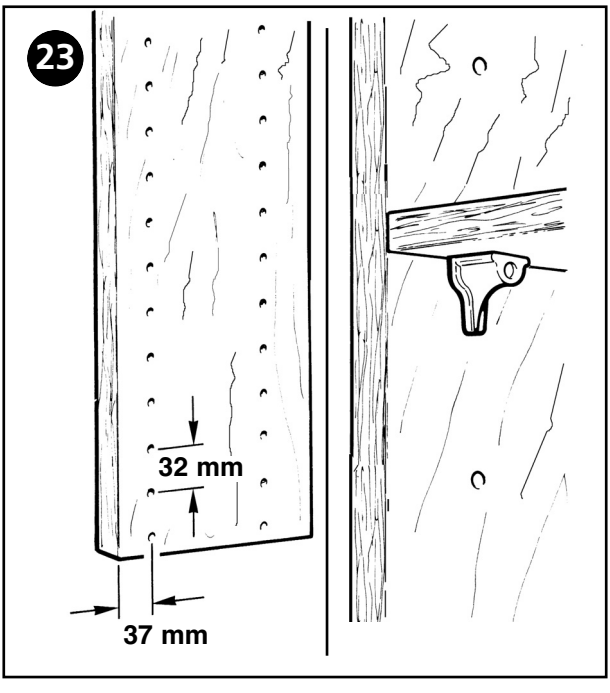

Fig. 23
(D) Brett auf dem Arbeitstisch befestigen. Bohrbuchse 5 oder 6 mm einsetzen. 1 Seitenanschlag und 2 Winkelanschläge demontieren. Dübelleiste mit Seitenanschlag bündig an vorderer Brettkante anlegen und festspannen. Bodenträgerlöcher bohren (Maße siehe Fig. 23/28). Bei langen Brettern (> 670 mm): Hilfsbrett benutzen, Bohrbuchse auf Pos. 1 setzen und Dübelleiste mit Bohrer über letztem Loch ausrichten und neu festspannen.
(GB) Secure the board on the work bench. Adjust the drill socket to 5 or 6 mm. Disengage 1 side stop and 2 corner stops. Fix the dowelling strip with the side stop evenly to the front board edge and clamp tight. Drill board carrier holes: dimensions see fig. 23/28. In the case of long boards (> 67 cm) use an auxiliary board. Adjust the drill socket to 1 and align the dowelling strip with the drill over the last hole and clamp tight again.
(F) Fixer la planche sur la table de travail. Placer la douille guide-foret à 5 ou 6 mm. Démonter 1 arrêt pour les déplacements latéraux et 2 équerres. Appliquer fortement le listel avec arrêt pour les déplacements latéraux contre la face avant de la planche, et le bloquer. Forer les trous du support: pour les dimensions voir fig. 23/28. Avec de longues planches (> 67 cm) utiliser une planche additionnelle. Amener la douille guide-foret sur la pos. 1, et aligner le listel avec la foreuse au-dessus du dernier trou, et le bloquer de nouveau.
(NL) De plank bevestigen op de werkbank. Eén boormof van 5 of 6 mm inzetten. Eén zijdelingse aanslag en 2 hoekaanslagen demonteren. De deuvellijst met de zijdelingse aanslag in één lijn tegen de voorste rand van de plank aan leggen en vastzetten. Gaten boren voor de steunpennen van de schappen: voor de maten zie fig. 23 en 28. Bij lange planken (> 67 cm) moet er een hulpplank worden gebruikt. De boormof in pos. 1 brengen en de deuvellijst met de boor boven het laatste gat uitrichten en vastzetten.
(I) Fissare l'asse sul banco di lavoro. Collocare la boccola di foratura a 5 o 6 mm. Smontare 1 arresto per gli spostamenti laterali e 2 squadre. Applicare il listello con arresto per gli spostamenti laterali sull'angolo anteriore dell'asse, e bloccarlo. Forare i fori del supporto: per le misure vedi fig. 23/28. In caso di lunghe assi (> 67 cm) servirsi di un' asse supplementare. Portare la boccola di foratura sulla pos. 1, ed allineare il listello con il foratore sopra l'ultimo foro, e bloccarlo di nuovo.
(P) Fixar a prancha na bancada. Colocar a bucha de perfuração de 5 ou 6 mm. Desmontar um encosto lateral e 2 encostos angulares. Colocar a barra de buchas com o encosto lateral coincidente com o rebordo dianteiro da prancha e fixá-la. Fazer os furos na base (Medidas, vide Fig. 23/28). Quando as pranchas são grandes (> 670 mm): Usar prancha auxiliar, colocar a bucha de perfuração na Pos. 1 e alinhar a barra de buchas com a broca sobre o último furo e apertar novamente.
(DK) Fastgør brættet på bordpladen. Isæt borindsats 5 eller 6 mm. Afmonter 1 sideanslag og 2 vinkelanslag. Anbring dyvellisten med sideanslaget i niveau med forreste bræddekant og spænd den fast. Bor udstansninger til understøtning af hylder: Mål, se fig. 23/28. Benyt et hjælpebræt ved lange brædder (> 67 cm). Sæt borindsatsen på pos. 1 og juster dyvellisten med boret over sidste hul og spænd den fast igen.
(S) Spänn fast brädan på arbetsbordet. Använd borrurtag 5 eller 6 mm. Ta av ett sidoanslag och två vinkelanslag. Spänn fast pluggmallen med sidoanslag kant i kant på den främre brädkanten. Borra hyllhållarhål (se mått i fig 23/28). Använd hjälpbräda vid lång brädor (> 67 cm). Sätt borrurtaget i pos 1 och rikta in pluggmallen med hjälp av en borr i sista hålet och spänn därefter fast den igen.
(N) Feast bordet på arbeidsbordet. Sett inn borehylse 5 eller 6 mm. Demonter 1 sideanslag og 2 vinkelanslag. Plugglist med sideanslag legges i plan på fremre bordkant og spennes fast. Bor bunnbærerhull (mål se fig. 23/28). Ved lange bord (> 670 mm) : Bruk hjelpebord, borehylse settes i pos. 1 og plugglist sentreres med bor over det siste hullet og spennes fast på nytt.
(RO) Fixați scândura pe bancul de lucru. Introduceți un burghiu de 5 sau 6 mm. Demontați opritorul lateral 1 şi opritoarele unghiulare 2. Dispuneți dispozitivul de găurit cu opritorul lateral la nivelul marginii frontale a scândurii şi strângeți ferm. Efectuați găuri pentru suporturi portante (pentru dimensiuni, consultați Fig. 23/28). Pentru scânduri lungi (> 670 mm): Utilizați o scândură auxiliară, dispuneți bucşa în poz. 1 şi centrați dispozitivul de găurit cu burghiul pe ultima gaură, apoi strângeți din nou.
(RUS) Закрепите доску на рабочем столе. Вставьте кондукторную втулку 5 или 6 мм. Снимите 1 боковой упор и 2 угловых упора. Установите прибивную рейку с помощью бокового упора вровень с передней кромкой доски и закрепите. Просверлите отверстия в основании (размеры см. на рис. 23/28).